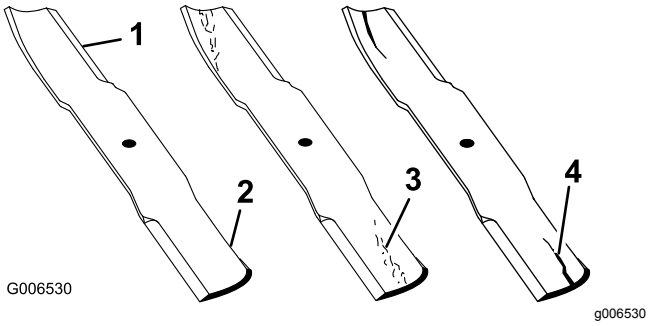

Figur 70
2. Undersøk kniveggene (Figur 70).
4. Undersøk knivbladene, spesielt buen (Figur 70).
5. Hvis du finner skader, slitasje eller ser at det begynner å dannes spor i denne delen av kniven (Figur 70), må den skiftes ut øyeblikkelig.